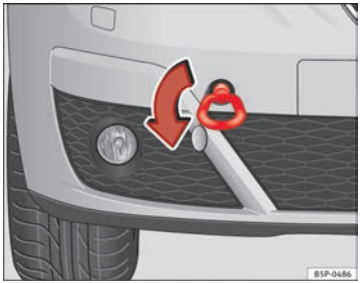

Fig. 216 The front right section of the vehicle: Fitting the front towline anchorage
– Bolt the anchorage to its limit to the *left*, in the direction of the arrow ⇒ Fig. 216.